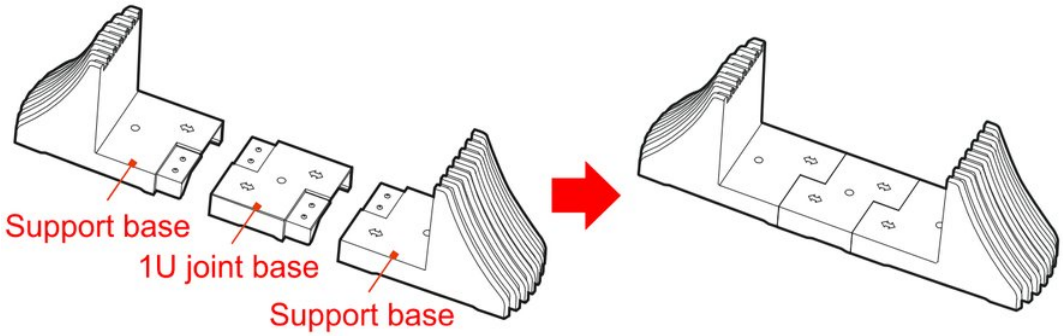

FIGURE 3-2 Assembling the base
1. Take a pair of support bases and a 1U joint base and assemble them, as shown in Figure 3-2.